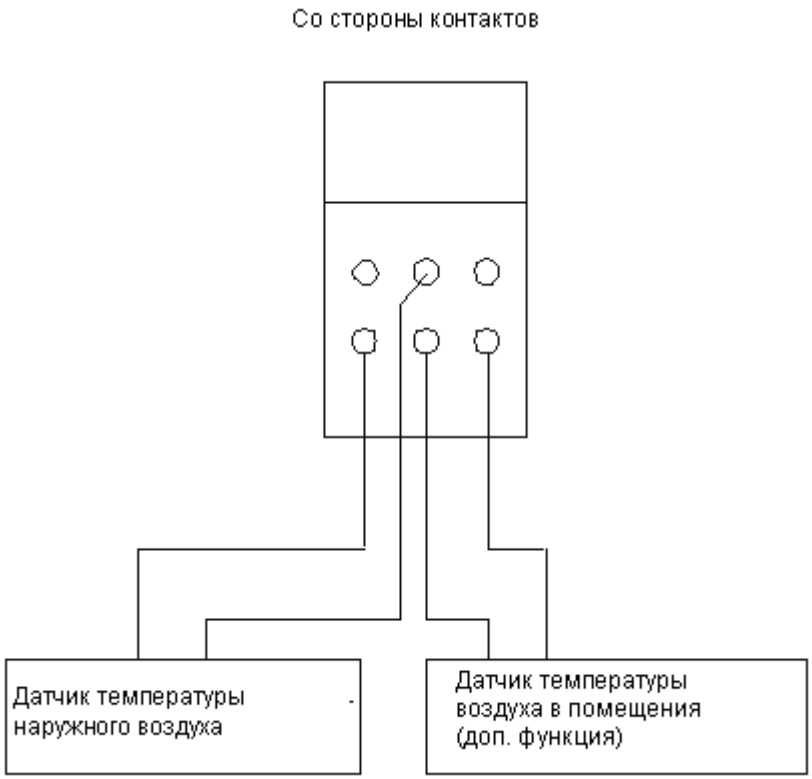

Рис. 4
4.2 Подключение датчика температуры наружного воздуха (Рис. 4)
К рис. 4: Цвет кабеля не имеет значения. **Важным является число жил для клеммной колодки.**